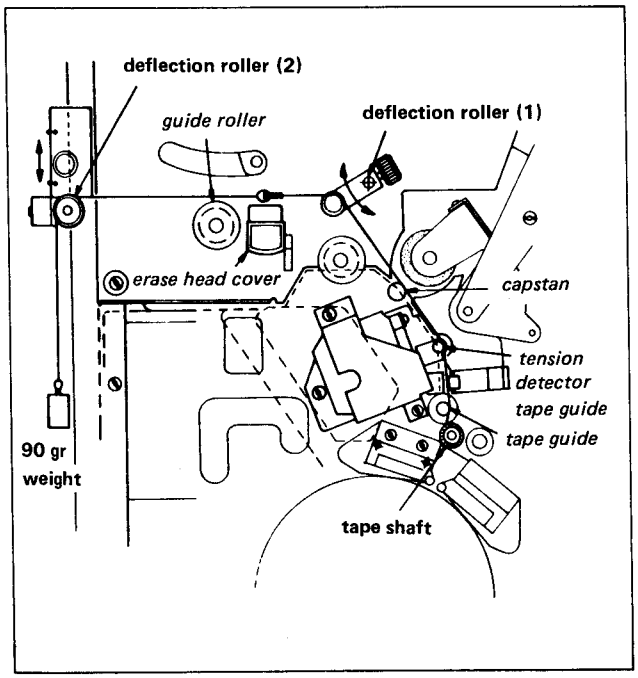

Fig. 7-14. Tension alignment jig setting
7. Thread the tape from the Tape Shaft and attach a 90 gr weight to the end of the tape as shown in Fig. 7-14.
9. Move Deflection Roller (1) in the direction indicated by the arrow shown in Fig. 7-14. so that the tape contacts the Capstan Shaft.
10. Move Deflection Roller (2) in the direction of the arrow shown in Fig. 7-14. so that the tape and the string touch neither the Erase Head Cover nor the Guide Roller.